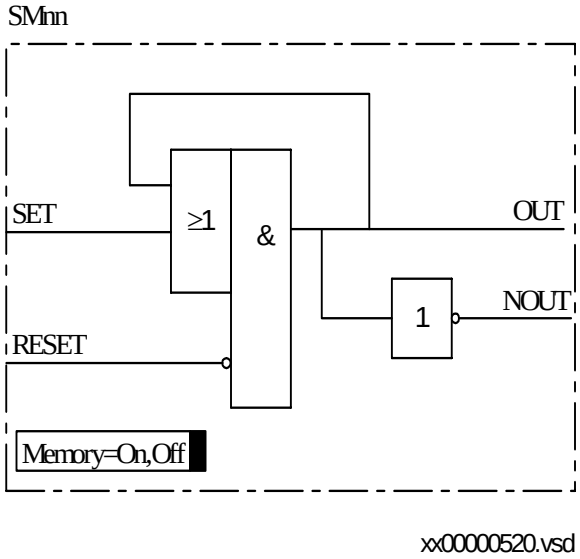

Figure 19: Function block diagram of the Set-Reset with/without memory function
5.2.10 Set-Reset with/without memory (SM)
The function block Set-Reset (SM) (figure 19) with/without memory has two inputs, designated SMnn-SET and SMnn-RESET, where nn presents the serial number of the block. Each SM circuit has two outputs, SMnn-OUT and SMnn-NOUT (inverted). The output (OUT) is set to 1 if the input (SET) is set to 1 and if the input (RESET) is 0. If the reset input is set to 1, the output is unconditionally reset to 0. The memory setting controls if the flip-flop after a power interruption will return to the state it had before or if it will be reset.